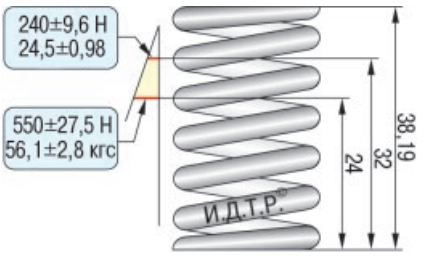

Рис. 5.11. Параметры проверки пружины клапана
47. Для проверки упругости наружной пружины измерьте ее высоту в свободном состоянии, а затем под двумя различными нагрузками (рис. 5.11). Если пружина не соответствует требуемым параметрам, замените ее.